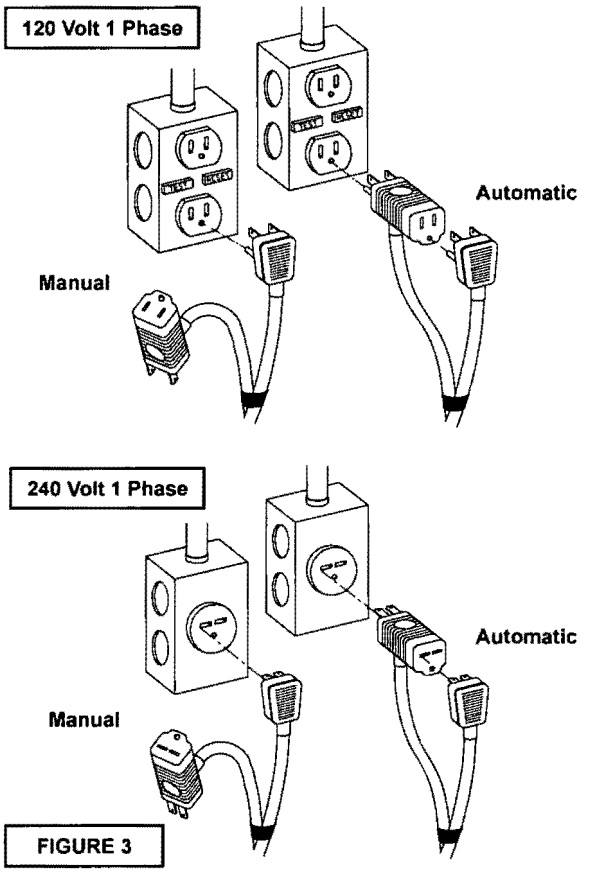

FIGURE 3
6.) Figure 3 shows a typical connection for pumps with the wide angle float and piggy-back plug. For manual and automatic operations.